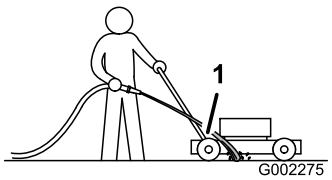

Figuur 31
3. Houd de tuinslang ter hoogte van de handgreep en richt de waterstraal op de grond, net vóór het **rechter** achterwiel (Figuur 31).